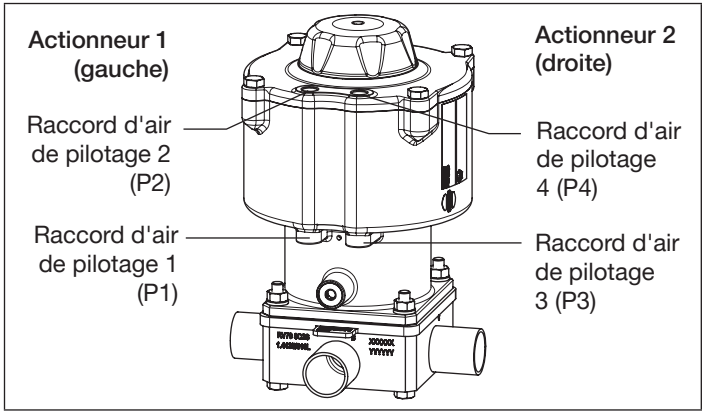

Fig. 23: Affectation d'actionneur
2) Affectation d'actionneur voir « Fig. 23 »